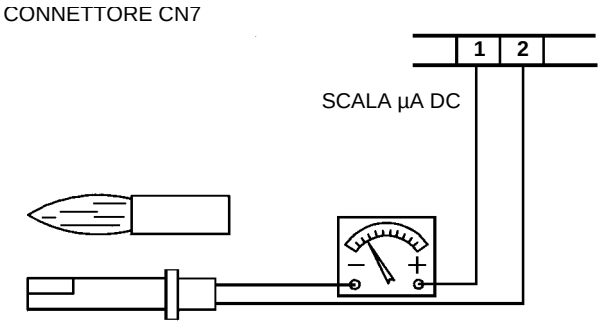

Fig. 29
- esame e pulizia accurata della fotoresistenza rilevazione fiamma, se necessario sostituzione. In caso di dubbio verificare il circuito di rilevazione dopo aver rimesso in funzione il bruciatore, seguendo lo schema in Fig. 29;